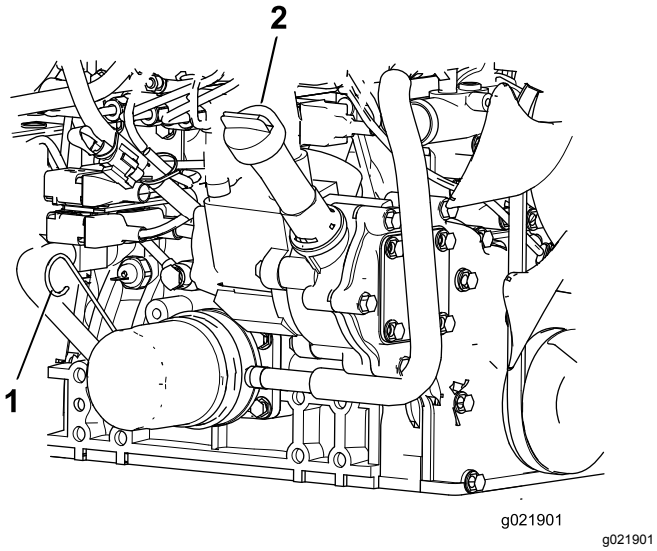

Figur 85
3. Fjern målepinden, tør den af, sæt den ind i røret, og træk den ud igen. Oliestanden bør være mellem FULL- og ADD-mærket (Figur 85).
4. Hvis olieniveauet er lavt, skal du fjerne dækslet og tilføje olie, indtil det er mellem FULL- og ADD-mærket (Figur 85).